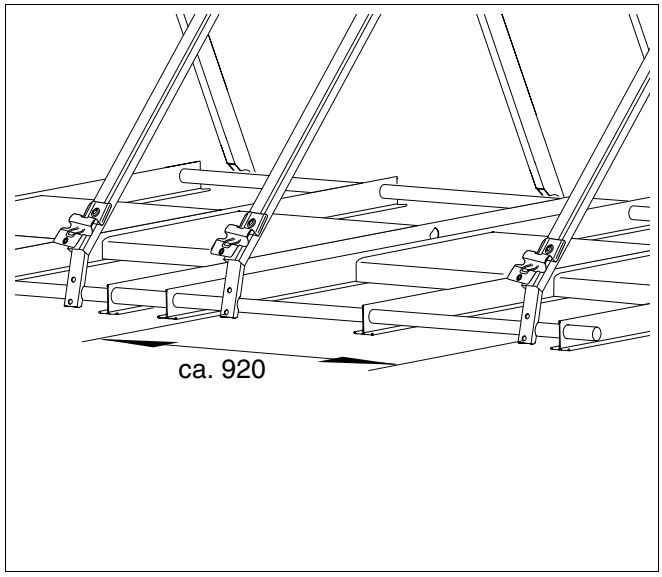

Afb. 29 Afstand van de collectorsteunen (maten in mm)
- Meet die afstand aan de voeten van de steun (afb. 29).